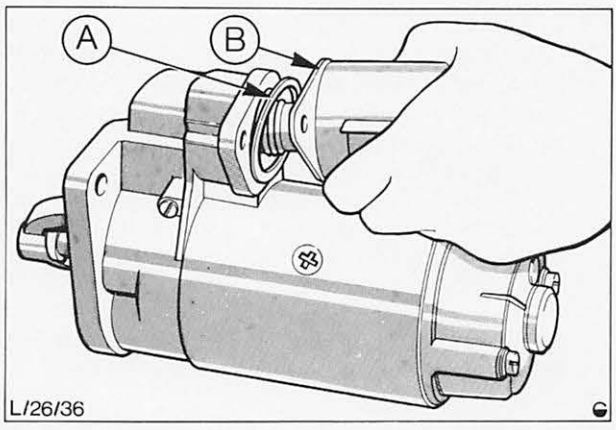

Abb. 39 Aushängen des Magnetschalters von der Einrückgabel
2. Die den Magnetschalter am Antriebslagergehäuse haltenden Muttern und Scheiben entfernen. Der Magnetschalter kann nun abgezogen werden, wobei der Federkolben mit der Einrückgabel verbunden bleibt. Federkolben hineindrücken und vorne anheben, um ihn von der Gabel auszuhängen, Abb. 39.